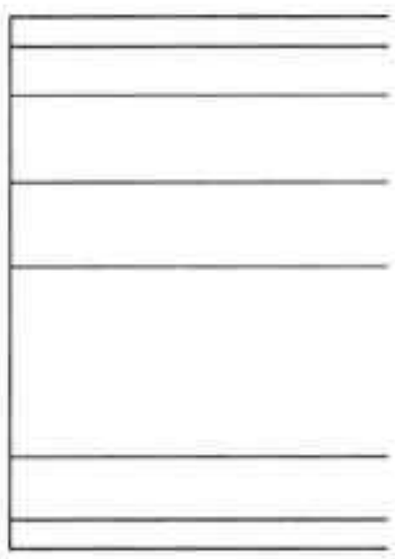

图21-82 绘制直线
Step 03 执行“直线”命令，绘制一条长为 58 的线段，使其垂直于刚绘制的辅助线，如图 21-82 所示。